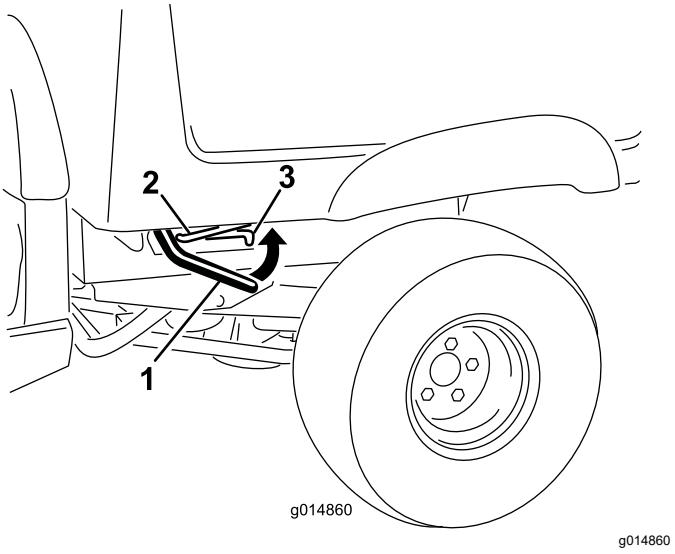

Figur 14
1. Løft grebet på hver side af ladet, og løft ladet op (Figur 14).
1. Hæv ladet en anelse ved at løfte låsegrebet op (Figur 14).